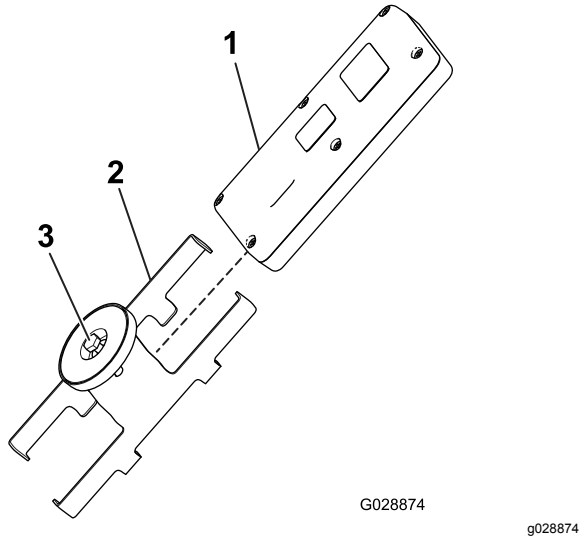

Figur 37
1. Løsn bolten i magneten på styreenhedens magnetiske beslag (Figur 37).
2. Skub beslagets sider fra hinanden, og afmonter fjernbetjeningen (Figur 37).
8. Monter den håndholdte styreenhed i styreenhedens magnetiske beslag, skub de to dele sammen, så styreenheden fastgøres, og tilspænd bolten i magneten (Figur 37).